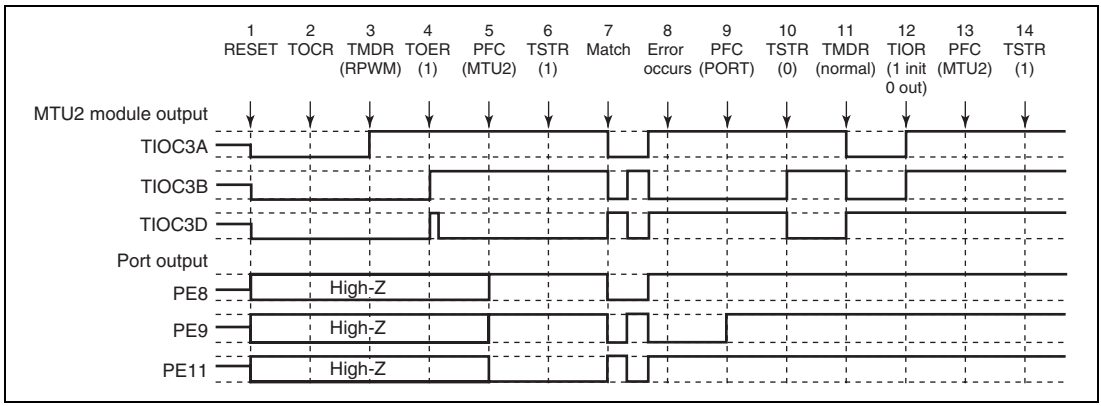

**Figure 10.163 Error Occurrence in Reset-Synchronized PWM Mode, Recovery in Normal Mode**
**Operation when Error Occurs during Reset-Synchronized PWM Mode Operation, and Operation is Restarted in Normal Mode:** Figure 10.163 shows an explanatory diagram of the case where an error occurs in reset-synchronized PWM mode and operation is restarted in normal mode after re-setting.
1 to 10 are the same as in figure 10.163.